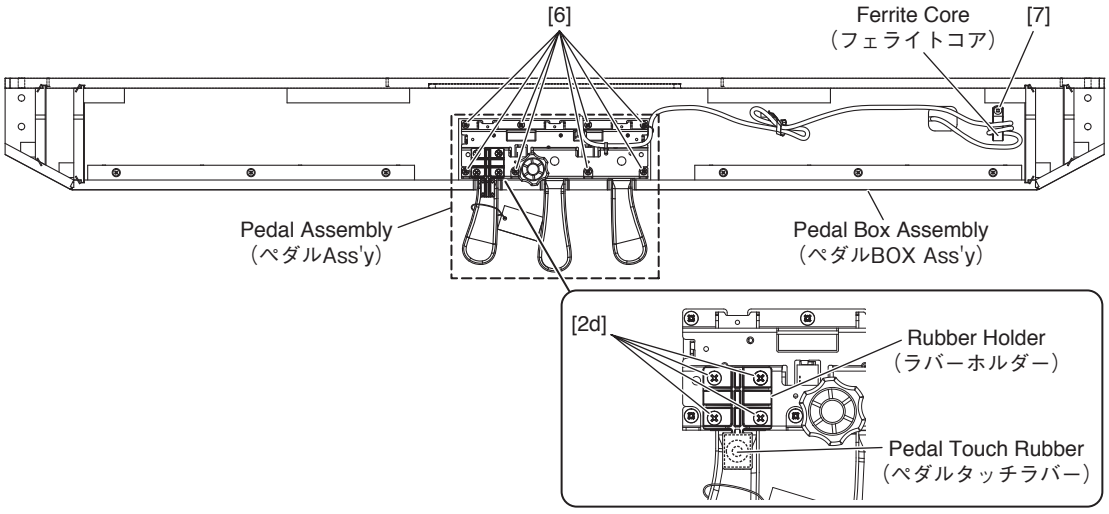

Fig.25（図 25）
29-3 Remove the four (4) screws marked [2d]. The rubber holder (with the pedal touch rubber) can then be removed. (Fig.25)
29-4 Remove the eight (8) screws marked [6] and the screw marked [7]. The pedal assembly can then be removed from the pedal box assembly. (Fig.25)
29-3 [2d] のネジ 4 本を外し、ラバーホルダー（ペダルタッチラバー付）を外します。(図 25)
29-4 [6] のネジを 8 本と [7] のネジを 1 本外し、ペダル Ass'y をペダル BOX Ass'y から外します。(図 25)